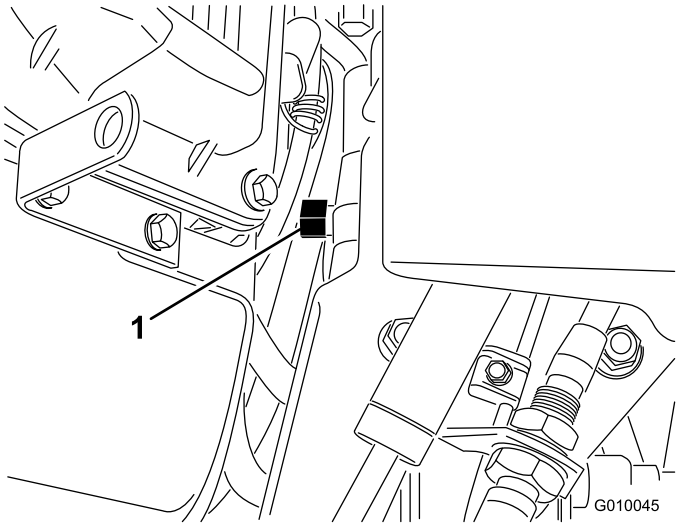

Figuur 31
2. Tussen de motor en de hydrostatische pomp bevindt zich een omloopventiel (Figuur 31).
3. Gebruik een sleutel van 5/8 inch en draai het omloopventiel 1 slag linksom. Hierdoor kan de hydraulische vloeistof langs de pomp worden geleid zodat de wielen kunnen draaien (Figuur 31).
5. Als u de beluchter weer wilt gaan bedienen, moet u het omloopventiel 1 slag rechtsom draaien (Figuur 31).